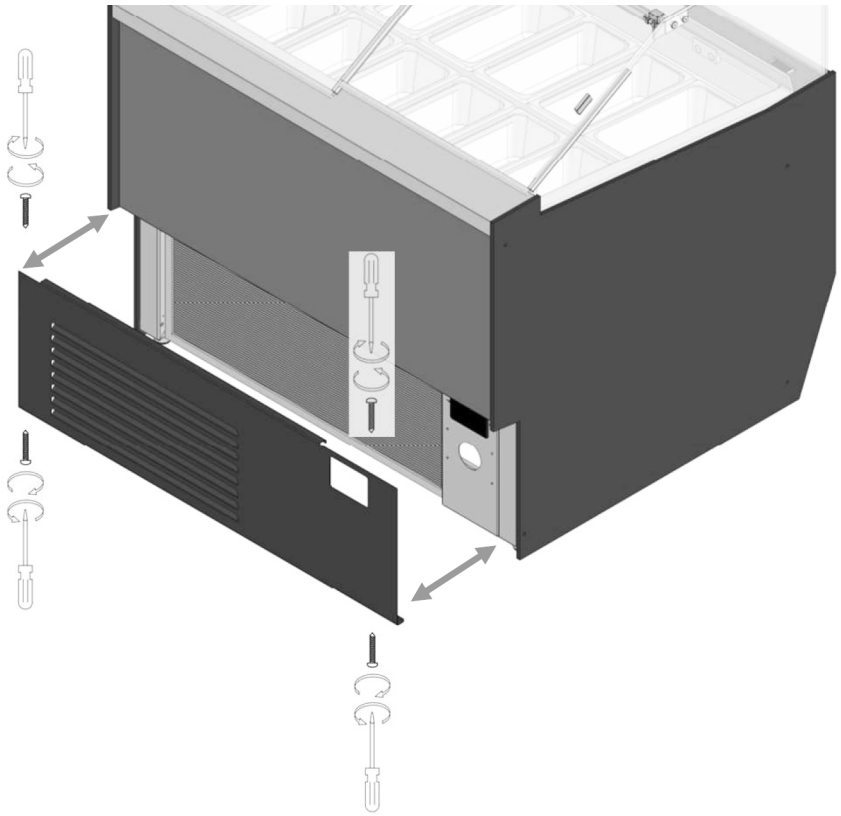

fig. 19
- To access the interior parts of the equipment and to perform a proper cleaning it is possible to remove the front cover, removing the fixing screws present in the upper and lower part of the cover (fig. 19).